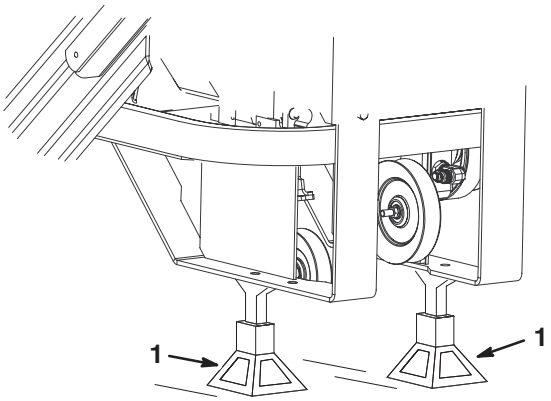

Figure 1
2. Raise the rear of the machine and support with jack stands (Fig. 1).